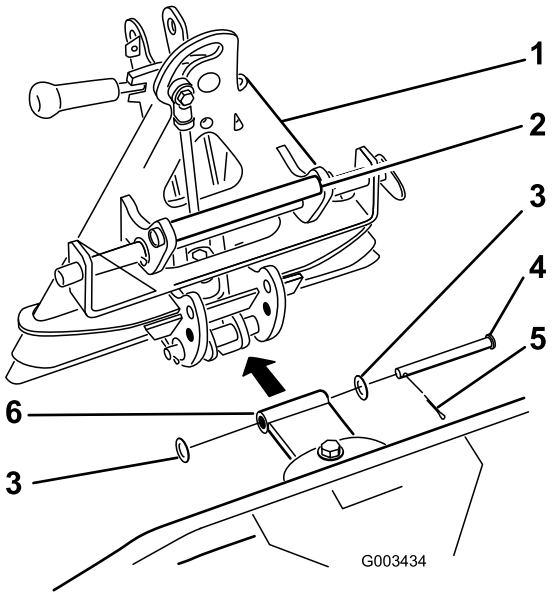

Figura 14
3. Conecte el soporte/pivote recto al adaptador según se muestra en Figura 14 con un pasador (1/2 x 4-1/2 pulgadas), 2 arandelas (0,531 x 1,063), y una chaveta.
Siempre levante y mueva el accesorio usando el asa situada en la parte trasera del adaptador de accesorios (Figura 14).